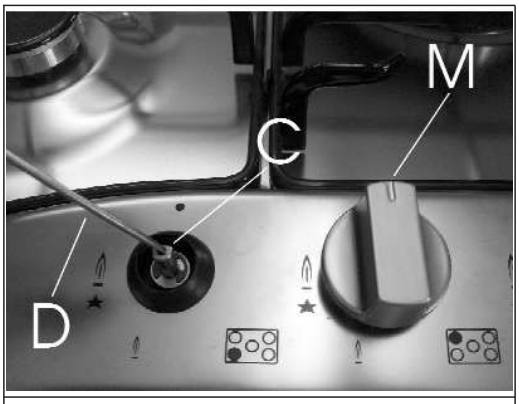

FIG. 13
- Se scoate butonul "M" (fig. 13) al robinetului, fixat prin simpla apasare pe axa ecestuia.
- Se introduce o surubelnita mica "D" in gaura "C" (fig. 13) si se roteste la dreapta sau la stanga surubul de reglaj pana cand flacara se regleaza convenabil la "Minim".